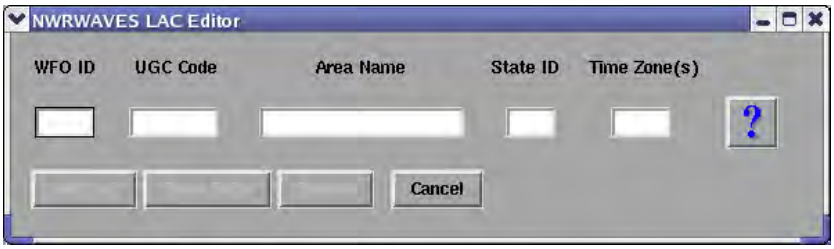

Figure 2a – Add a local listening area code (LAC)
b) A pop-up GUI will appear, and you will be prompted to enter data into it (Figure 2a).